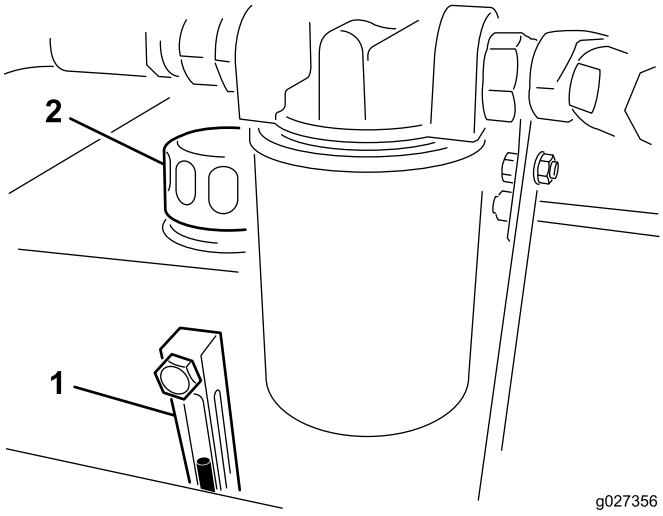

Figur 6
2. Kontrollera vätskenivån genom inspektionsglaset (Figur 6). Om vätskan når upp till mitten på inspektionsglaset finns det tillräckligt med vätska.